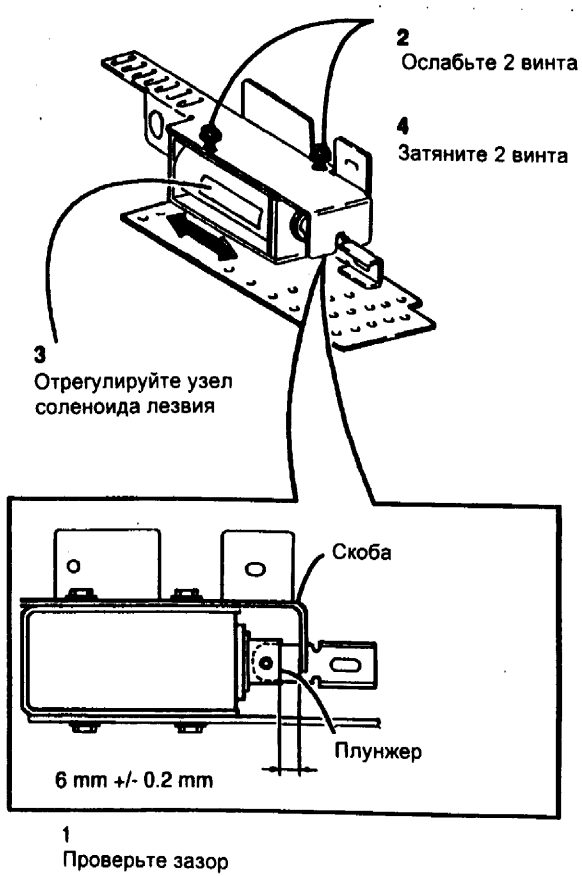

Рис. 1 Проверка/Регулировка узла соленоида лезвия
6. (Рис. 1) Проверьте зазор соленоида лезвия и отрегулируйте его при необходимости.